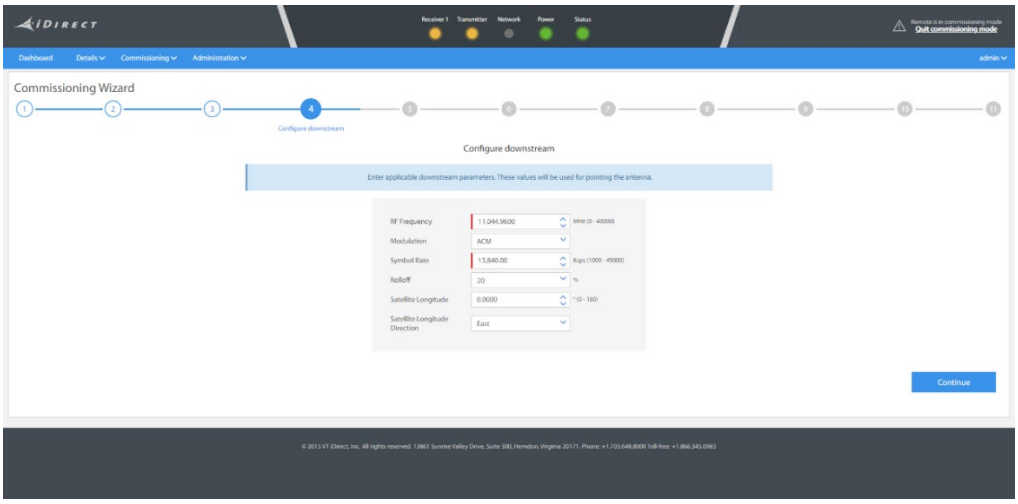
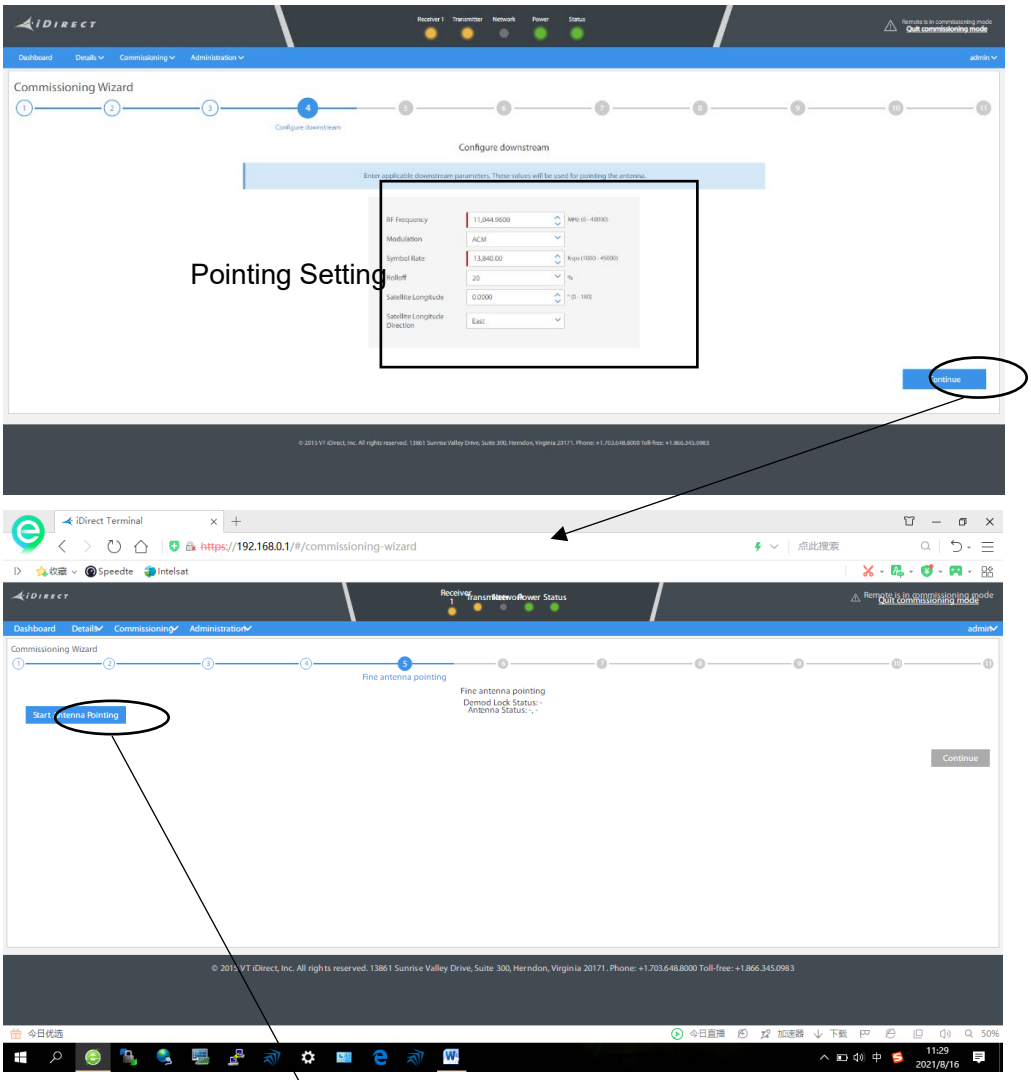

Figure 6-8 Modem Web UI
Figure 6-9 Modem Web UI
4. On this page, you can set parameters such as RF frequency, symbol rate, modulation method, attenuation, and satellite longitude. After setting the parameters, click the "Continue" button, as shown in Figure 6-8. Click the "Start Antenna Pointing" button to start satellite alignment, as shown in Figure 6-9.